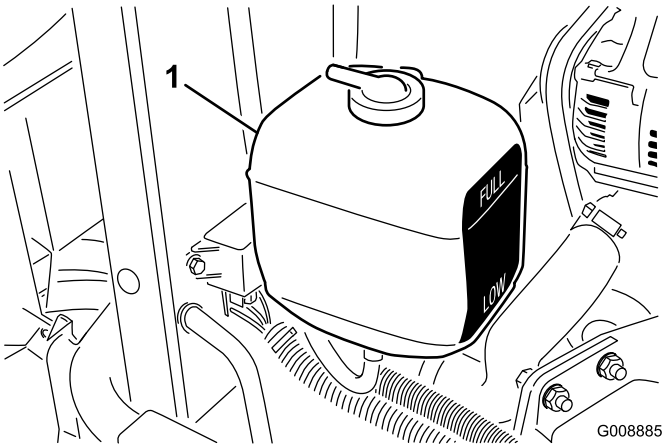

Figur 29
1. Kontrollera kylvätskenivån i expansionstanken (Figur 29). När motorn är kall bör kylmedelnivån ligga halvvägs mellan markeringarna på sidan av tanken.